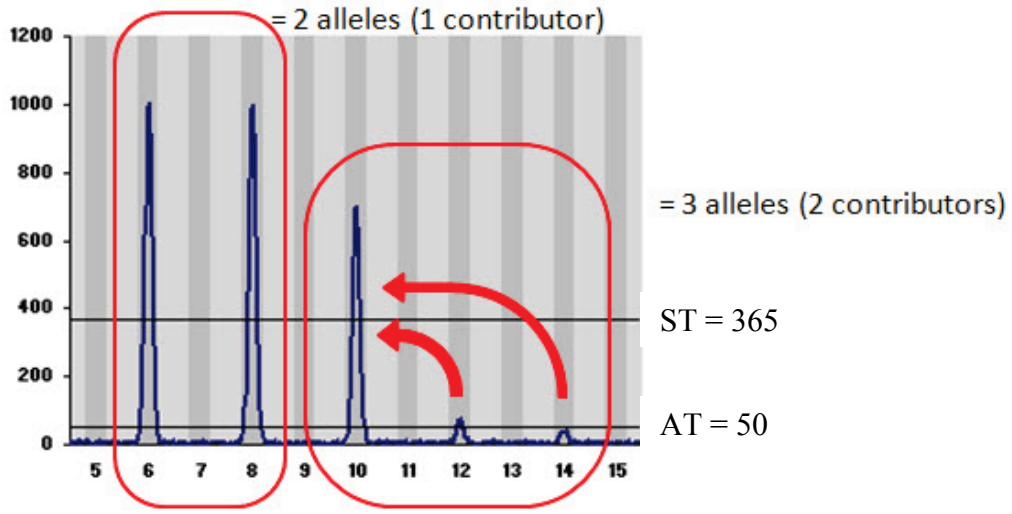

Figure 19
- At a 4-allele locus, one allele below 730 RFU *could* be paired with one allele greater than the analytical threshold of 50 RFU and one allele less than 50 RFU, as illustrated in Figure 19 below. In this 3-person mixture situation, the 10 allele is less than 730 RFU and the two low-level peaks could account for the entire height of the 10 allele.
When peaks in an apparently high-level 3-person mixture exceed the stochastic threshold, the effects of possible stacking of minor alleles should be considered. Two or more low-level peaks whose partner peaks are less than the analytical threshold could be stacked on top of each other to create the appearance of one taller peak above the stochastic threshold. See Figures 19, 20, and 21 for examples.